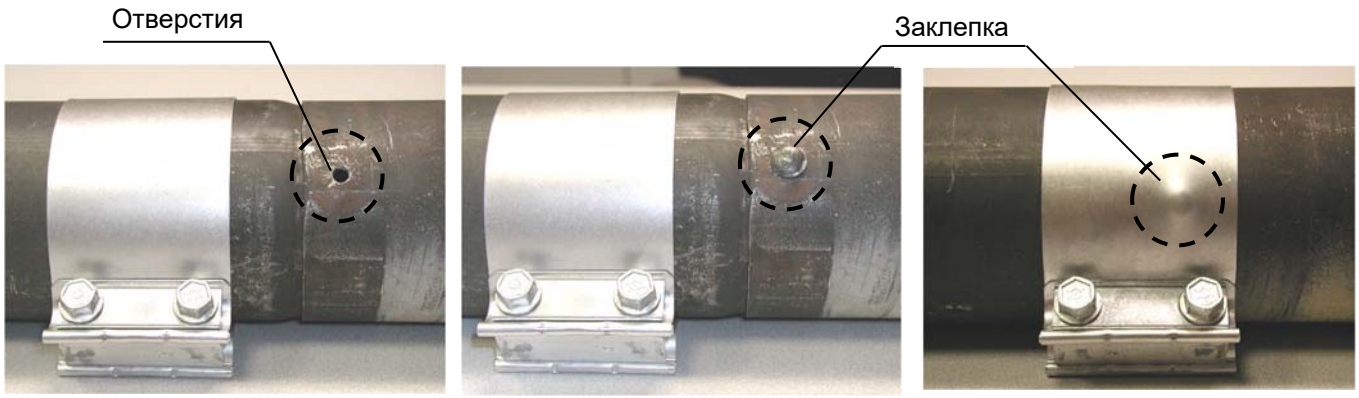

Рисунок 6.5.3 Соединение труб, установка муфты для masterSchwank 50.
9. Установить муфту Torctite по центру соединения труб, закрывая головку заклепки (рис. 6.5.3);